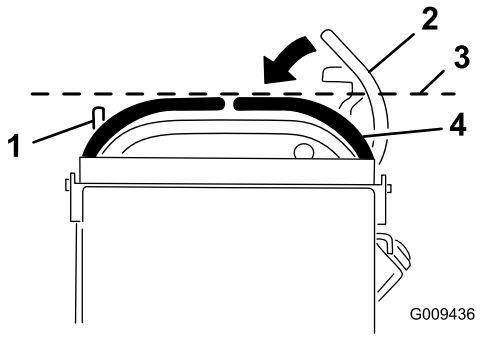

Figura 67
3. Empurre para baixo a alavanca direita de controlo do movimento para fora da posição de bloqueada em ponto-morto (Figura 67).
4. Verifique se alinha horizontalmente com a alavanca esquerda de controlo de movimento (Figura 67).